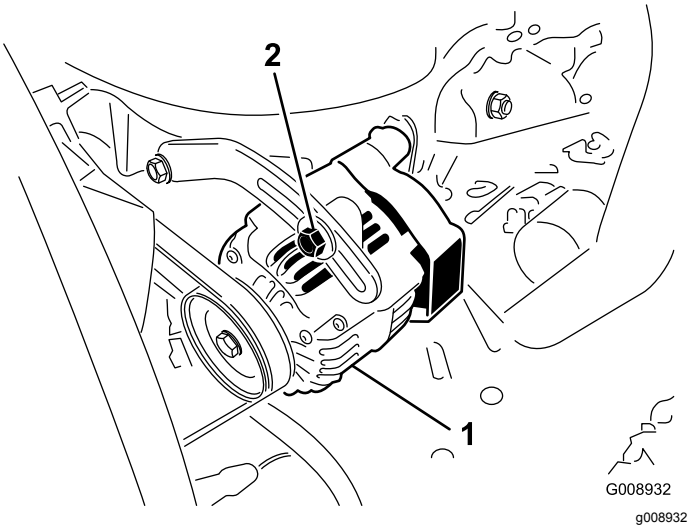

Figur 46
2. Hvis afbøjningen ikke er 10 mm, skal generatorens monteringsbolte løsnes (Figur 46).